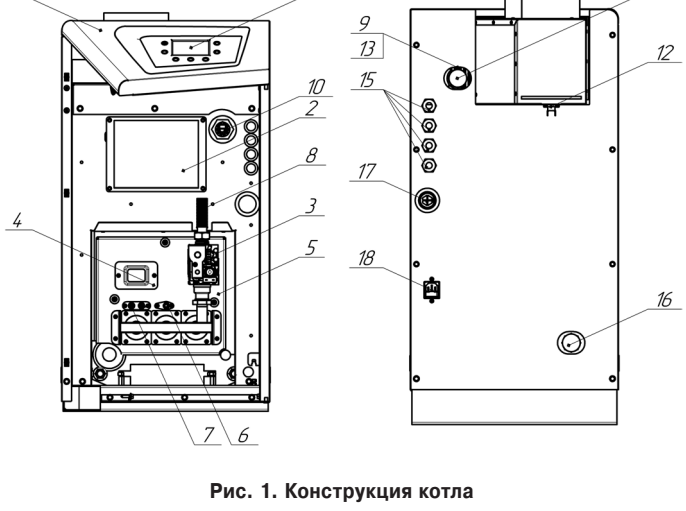

Рис. 1. Конструкция котла
5.1. Котел оснащен секционным чугунным теплообменником с оребренной поверхностью. В нижней части котла, в проеме топочной камеры, установлено газогорелочное устройство с органами управления. В верхней части котла находится газоотводящий патрубок для удаления продуктов сгорания из топки. На задней поверхности котла расположены резьбовые патрубки, с помощью которых котел подключается к системе отопления. Регулирование и поддерживание заданной температуры обеспечивается терморегулятором, модулирующим пламя основной горелки Регулирование и поддерживание заданной температуры обеспечивается блоком управления (см. рис. 1).